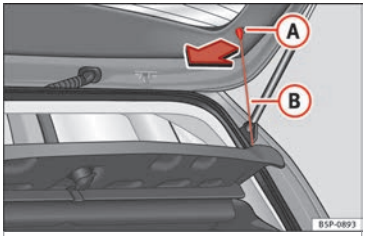

Fig. 103 Rear shelf.
– Unhook the loops ››› Fig. 103 (B) from housings (A).